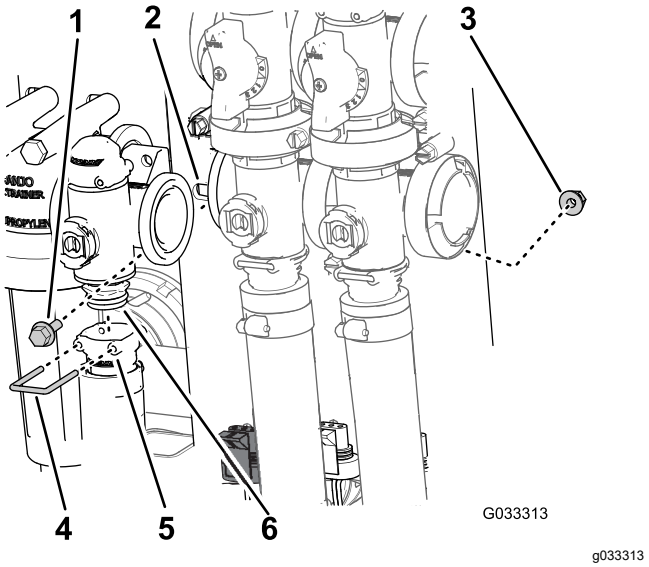

Figur 69
2. Afmonter den holder, der fastgør udgangsstudsen til hastighedsreguleringsventilens manifold (Figur 69).
3. Fjern de 2 flangehovedskruer og 2 flangelåsemøtrikker, der fastgør hastighedsreguleringsventilen til ventilbeslaget, og fjern ventilmanifolden fra maskinen (Figur 69).